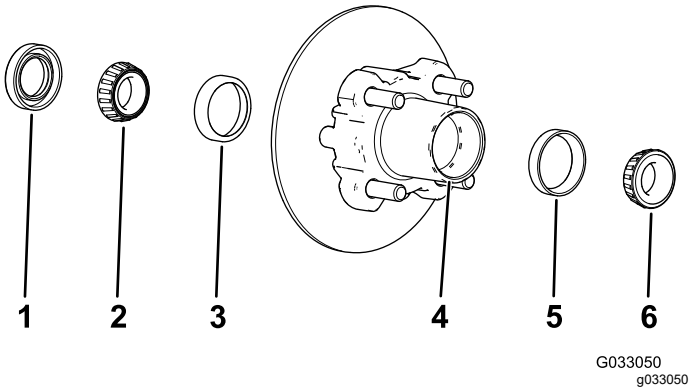

Figur 35
1. Avlägsna det yttre lagret och lagerbanan från navet (Figur 35)
2. Ta bort tätningen och det inre lagret från navet (Figur 35)
5. Avlägsna allt fett, smuts och skräp från håligheten i navet (Figur 35).
7. Fyll navets hålighet till 50–80 % med angivet fett (Figur 35).
8. Montera det inre lagret på banan på navets insida, och montera tätningen (Figur 35).